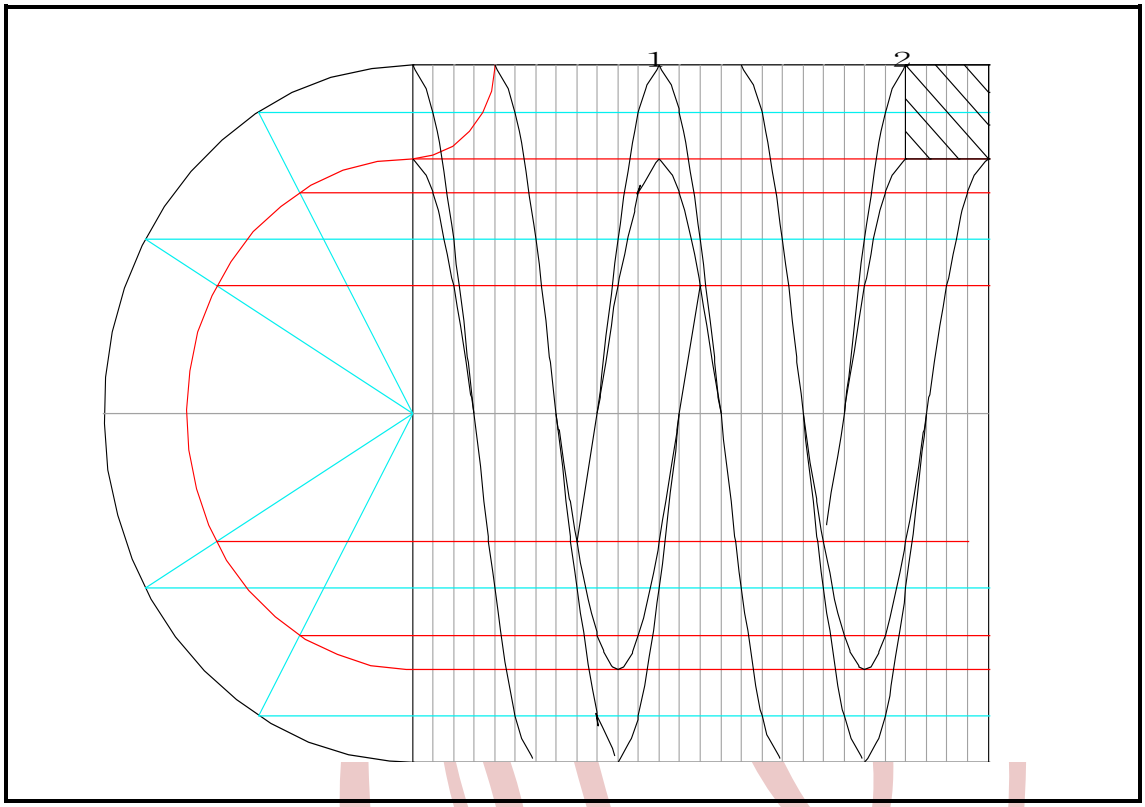

FIGURE 1
5.1 Study FIGURE 1 and answer the questions.